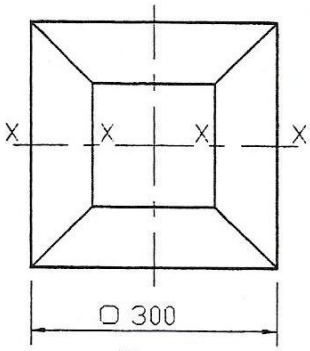

Fig 1
1. Shown in Fig. 1 is the elevation and plan of a square to square hopper. Draw the views given and from them develop the half pattern placing the seam on XX. Scale: 1:1.